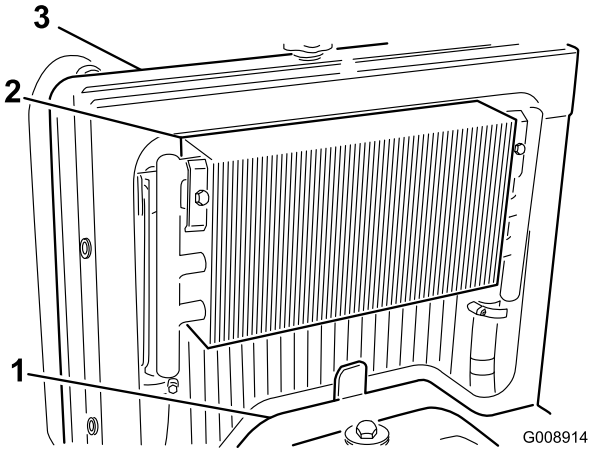

Figur 66
3. Ta bort åtkomstpanelen (Figur 66).